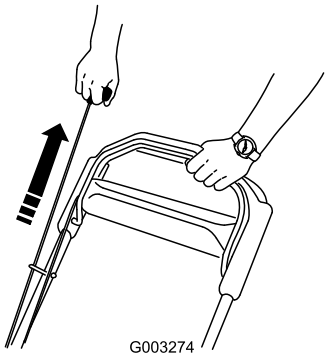

Figur 14
2. Dra i startsnörehandtaget (Figur 14).